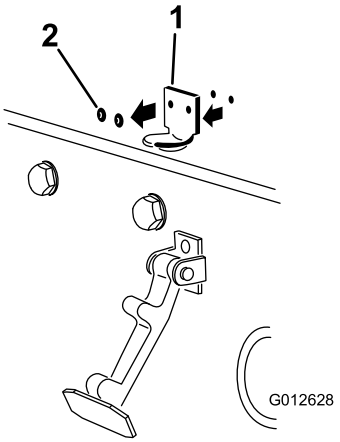

Figuur 7
2. Verwijder de twee popnagels waarmee de motorkapvergrendeling aan de motorkap is bevestigd (Figuur 7). Verwijder de beugel van de motorkapvergrendeling van de motorkap.